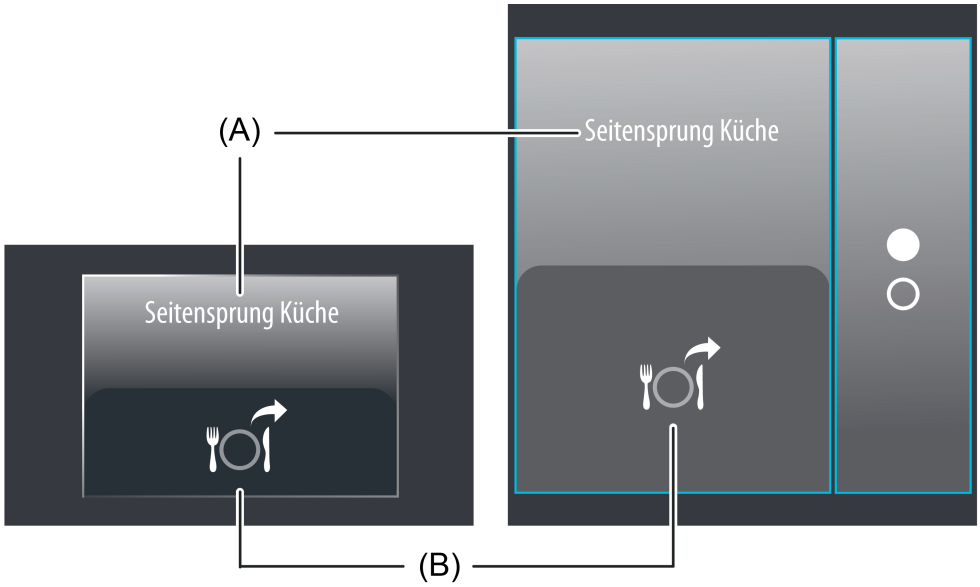

Bild 44: Beispiel für Bedienelement der Funktion "Interner Seitenaufruf"
Der Anzeigebereich enthält verschiedene Darstellungselemente (Bild 44), die durch Parameter beeinflusst werden. Jeder KNX Funktion kann in der Konfigurationssoftware eine Bezeichnung vergeben werden (A). Diese Text-Bezeichnung wird im Anzeigeelement zentriert zur Anzeige gebracht, wodurch steuerbare Funktionen für den Anwender kenntlich gemacht werden (z. B. "Seitensprung Küche").